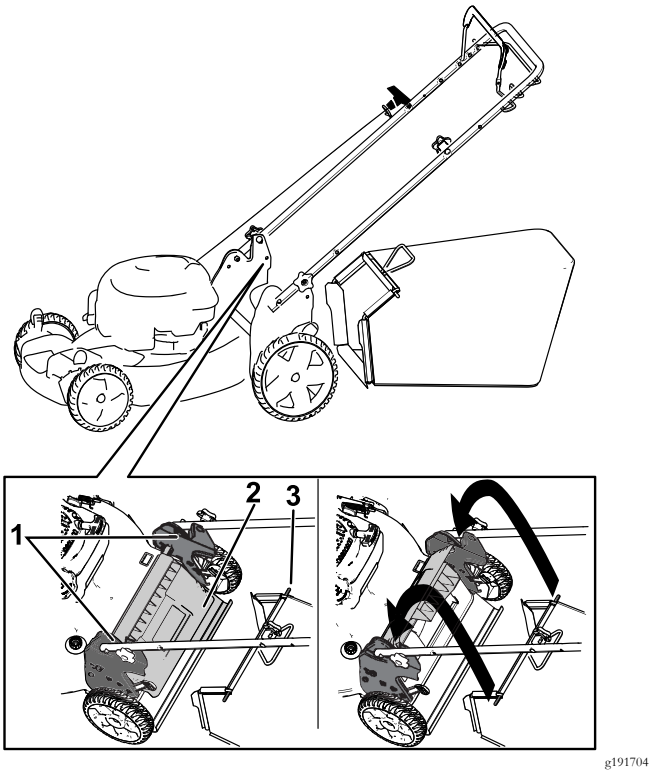

Rysunek 20
1. Podnieś i przytrzymaj w górze drzwi tylne (Rysunek 20).
2. Zamontuj worek na trawę, pilnując, aby bolce worka opierały się o wycięcia w uchwycie (Rysunek 20).